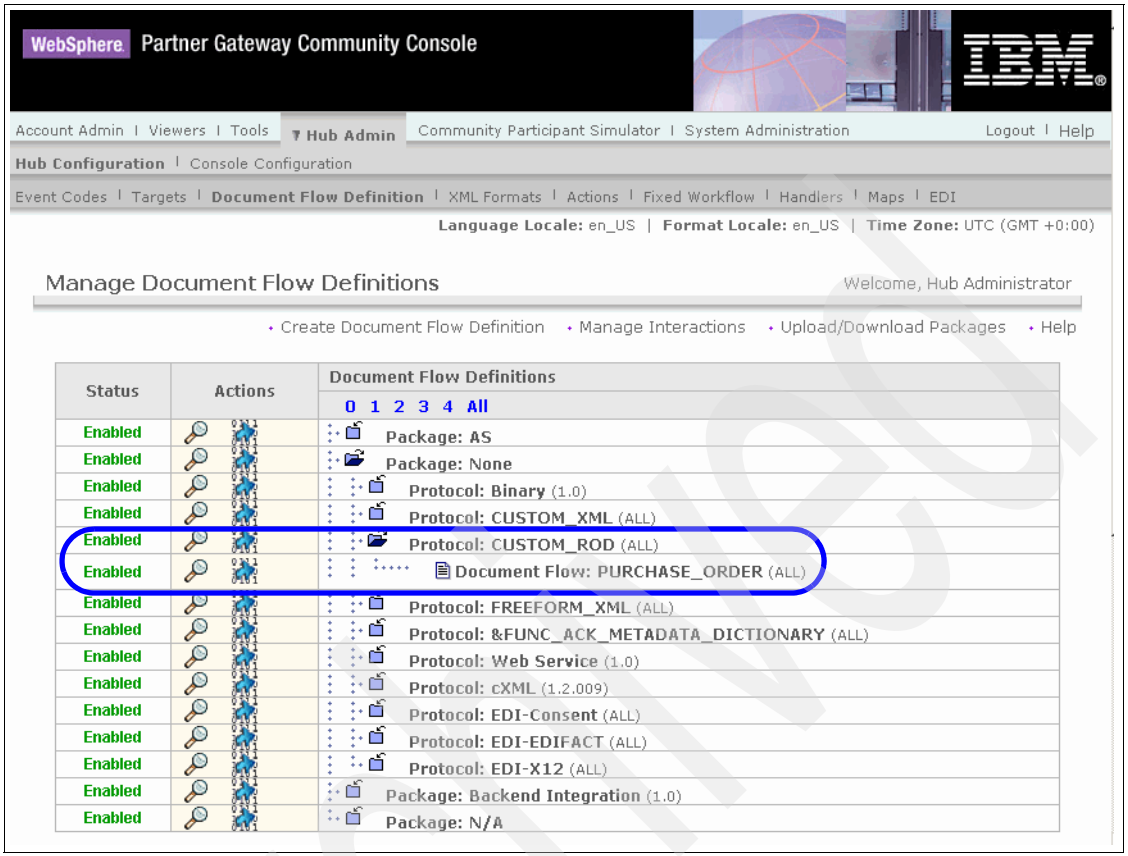

Figure 15-65 Verify that document flow definition for Company E is enabled
2. As shown in Figure 15-65 on page 521, verify if the required document flow definition for Company E is enabled.